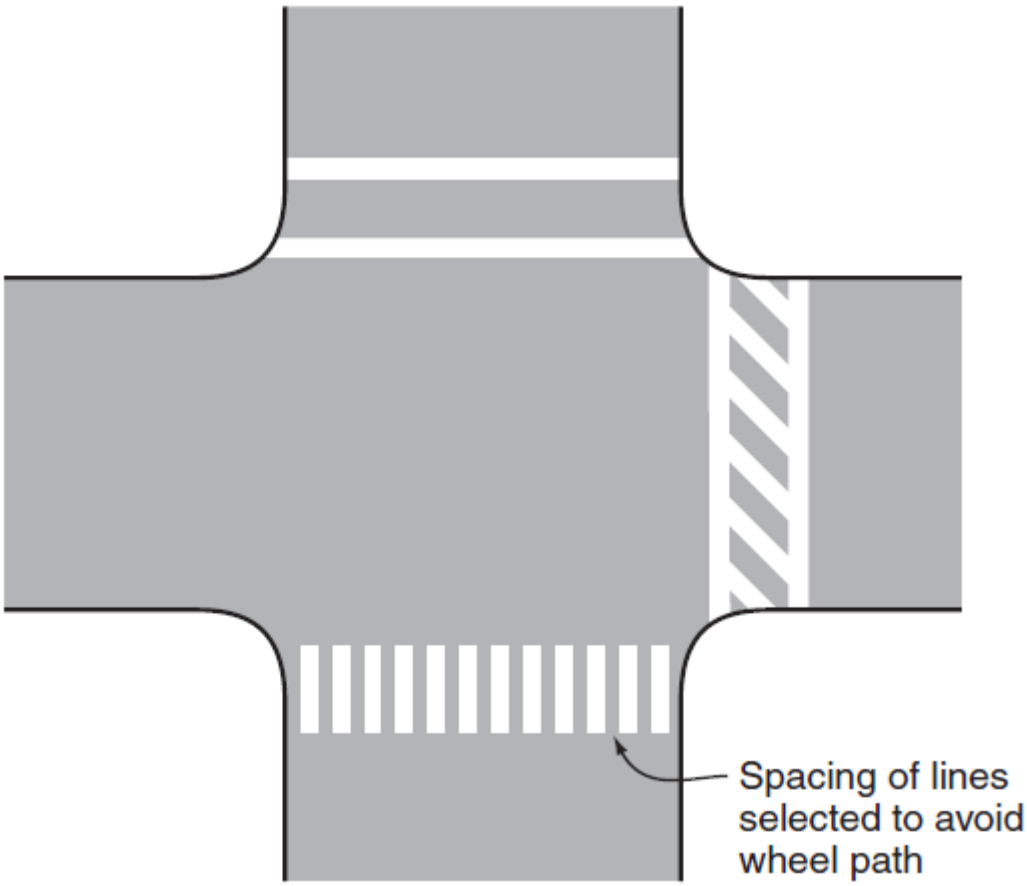

Figure 2
2. All crosswalks shall meet the latest *Manual on Uniform Traffic Control Devices (MUTCD)* Section 3B.18 Crosswalk marking standards. They shall be a minimum of six (6) feet wide and marked with white paint as shown on the attached sheet Figure 2. Crosswalks shall be painted at least annually and shall be retro-reflective for nighttime visibility. Crosswalks should be lighted for nighttime use. For added visibility, the zebra (diagonal style markings) or the Continental (piano key style marking) should be used.